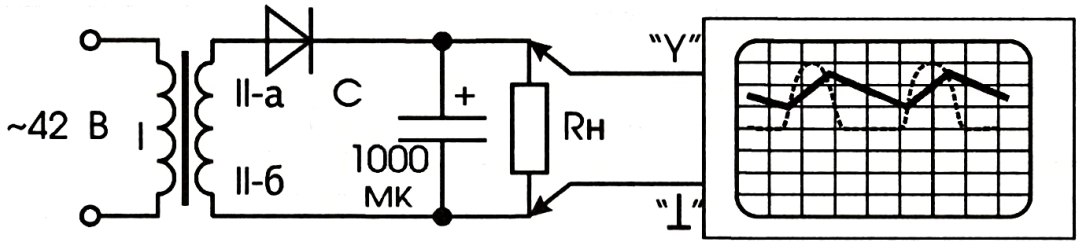

Рис. 3
Частично пульсации можно сгладить, если параллельно нагрузке подключить оксидный конденсатор (рис. 3). Теперь на экране осциллографа вместо однополупериодных пульсаций (показаны пунктиром) видна сплошная ломаная линия. Объяснить происходящее можно так: конденсатор заряжается током, когда диод открыт, и разряжается через нагрузку $R_н$, когда он закрыт. В результате на нагрузке все время будет существовать напряжение. Если конденсатор имеет достаточно большую емкость, то за время между двумя соседними импульсами тока он не успеет полностью разрядиться.
1. Подключите параллельно нагрузке (лампе) с учетом полярностей выводов оксидный конденсатор емкостью в пределах 100–2000 мкФ (рис. 3) и понаблюдайте на экране осциллографа его сглаживающее (фильтрующее) действие. Осциллограмму зарисуйте в тетради.